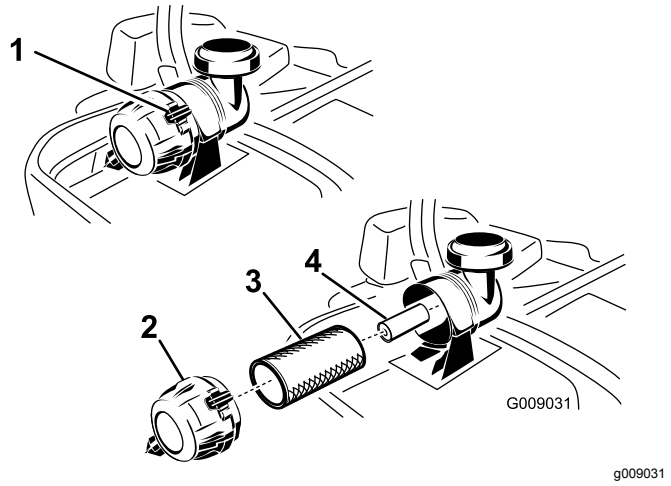

Figuur 52
3. Druk omlaag om de bevestigingsklemmen van het luchtfilter te openen en trek het luchtfilterdeksel van de behuizing van het luchtfilter (Figuur 52).
5. Schuif het voorfilter voorzichtig uit de luchtfilterbehuizing (Figuur 52). Zorg ervoor dat u niet met het filter tegen de zijkant van de luchtfilterbehuizing stoot.
1. U mag het papierfilter niet reinigen; vervang het(Figuur 52).
2. Als u het hoofdfilter vervangt, schuif het dan voorzichtig in de filterbehuizing (Figuur 52).
3. Schuif het voorfilter voorzichtig over het hoofdfilter (Figuur 52).
5. Plaats het luchtfilterdeksel met het ontluchtingsventiel omlaag en draai het zo dat de bevestigingsklemmen het deksel op de juiste plaats vergrendelen (Figuur 52).